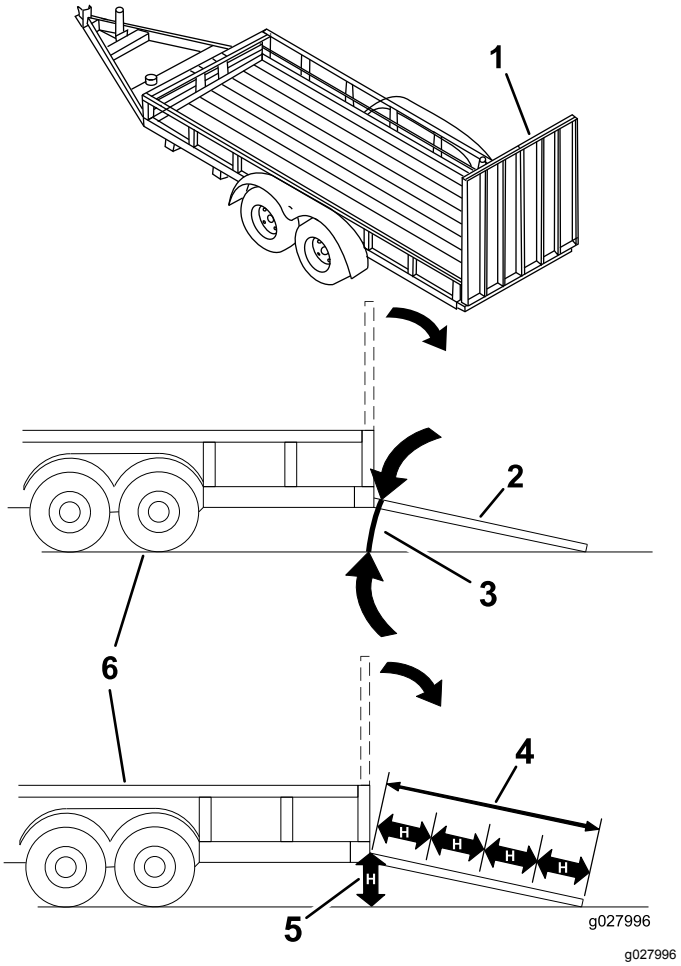

Figur 27
Om man lastar på en maskin på ett släp eller en lastbil ökar risken för att välta, vilket kan orsaka allvarliga personskador och innebära livsfara (Figur 27).
3. Sänk ned rampen och säkerställ att vinkeln mellan rampen och marken inte är större än 15 grader (Figur 27).
1. Sänk ned rampen och säkerställ att vinkeln mellan rampen och marken inte är större än 15 grader (Figur 27).